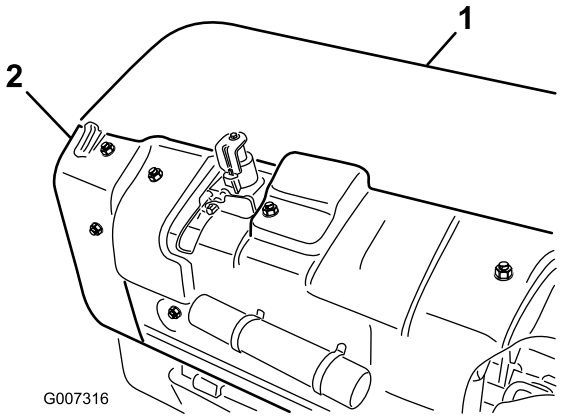

Figuur 31
1. Verwijder de kap van de achterste beluchterkop (Figuur 31).
2. Verwijder de bevestigingsbouten van het poeliescherm en verwijder het scherm (Figuur 31).